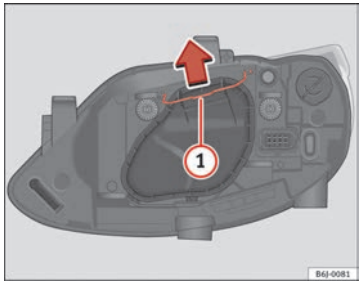

Fig. 147 Dipped beam/ main beam, single head-light
– Move the loop ⇒ Fig. 147 (1) in the direction of the arrow and remove the cover.